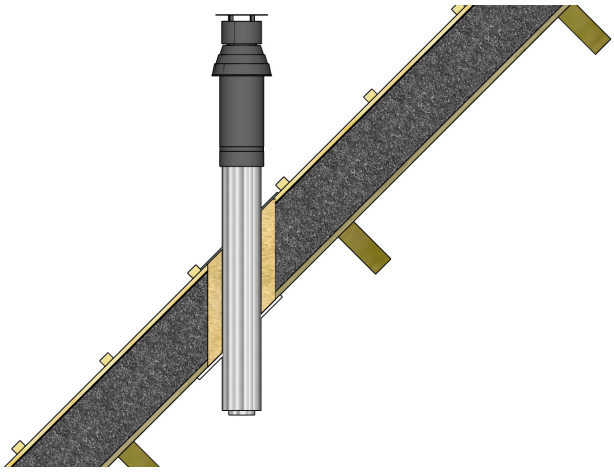

Figuur 14 - Detail sparing mantelbuis
- Een doorvoer dient aan de buitenzijde van het dak rondom waterdicht afgewerkt te worden. Aan de binnenzijde van het dak dient de doorvoer geïsoleerd te worden door middel van Aerosafe-foam of minerale wol. Daarna dient een luchtdicht manchet geplaatst te worden (zie figuur 14).